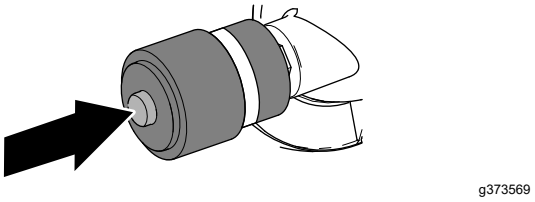

Figuur 80
1. Als er een rode band op de onderhoudsindicator verschijnt, moet u op de resetknop aan het uiteinde van de indicator drukken (Figuur 80).